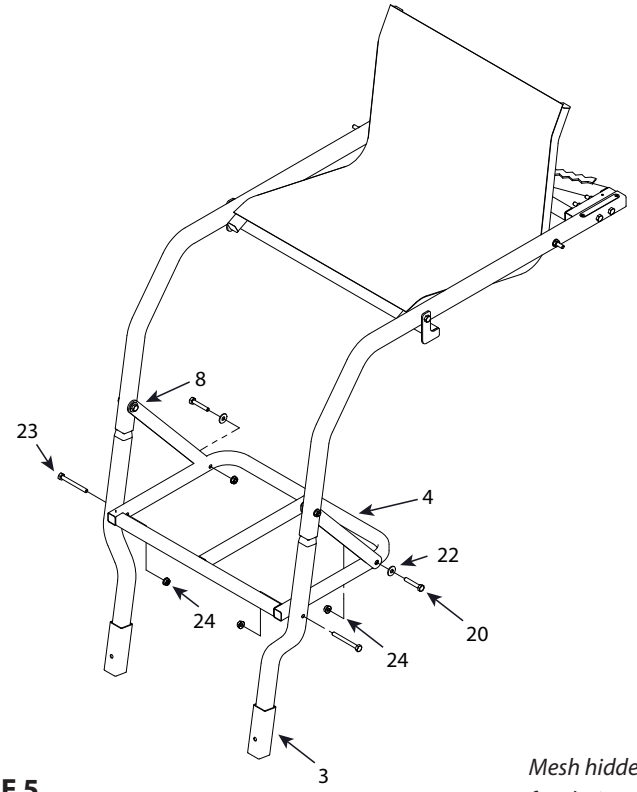

FIGURE 5
5. Take foot platform (4) and align holes in the outer edges with holes in free end of support bar (8), and flared platform rails (3) as shown in **FIGURE 5**. Secure support bars (8) to rear of the foot platform (4) with two 1/4 -20 X 1-1/2 IN bolts (20), washers (22) and 1/4-20 nuts (24). Secure front of platform to flared platform rails (3) with two 1/4-20 X 2-1/2 IN bolts (23) and two 1/4-20 nuts (24).